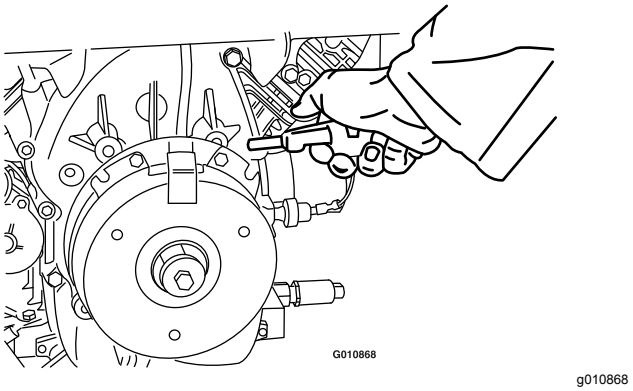

**Figuur 81**
3. Blaas met een behulp van perslucht al het vuil onder de remstang en rond de afstandsstukken van de rem weg (Figuur 81).